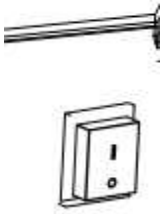

Figure 2
- Mettez l'interrupteur en position I et vérifiez que le ventilateur fonctionne correctement. (Figure 2)